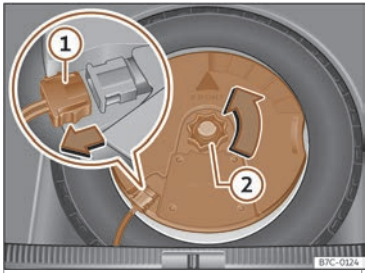

Fig. 224 No maleteiro:desmontar o subwoofer.
- Desconecte o cable do altofalante *subwoofer*>>> **fig. 224** ①.
- Xire a roda de fixación no sentido contrario ás agullas do reloxo>>> **fig. 224** ②.